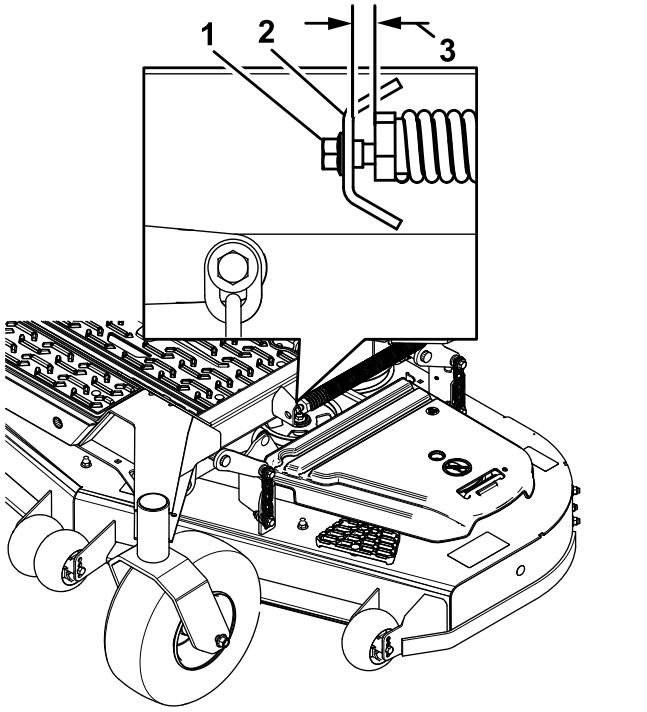

Figuur 83
10. Maak de stelschroef op de hulpveer van het hefmechanisme langzaam los tot u de schroef kunt verwijderen (Figuur 83).